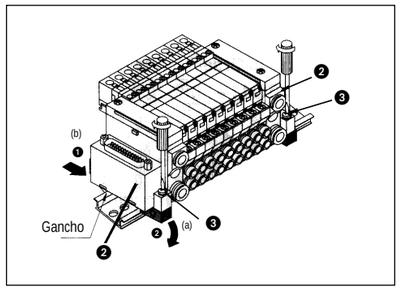

Figura 21
Montaje en el carril DIN (Figura 21)
Enganche el lado (b) ❶ (Figura 21) de la base del colector en el carril DIN. Presione en el lado (a) (Figura 21) y monte la placa final ❷ (Figura 21) en el carril DIN.
Apriete el tornillo de sujeción ❸ (Figura 21) del lado (a) de la placa final ❷ (Figura 21). El par de apriete apropiado es de 0,8~1,2 N-m (8~12 kgf/cm).